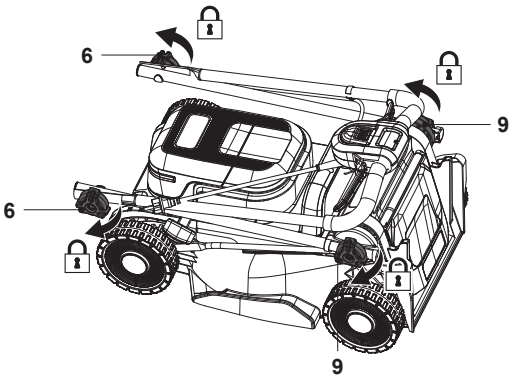

Fig. 23
8. Para ahorrar espacio, también puede plegar el manillar superior, pero gire los cuatro mandos de bloqueo (6, 9) para fijar bien el conjunto y evitar que se despliegue en caso de que lo vaya a almacenar en posición vertical (Fig. 23).